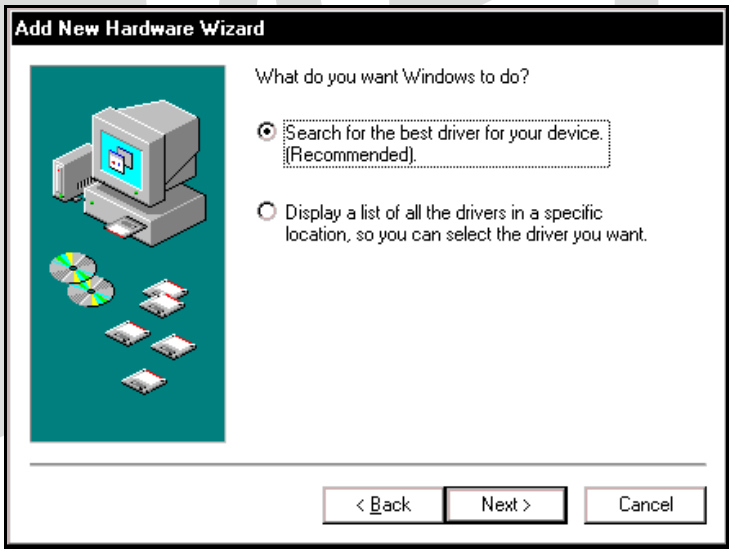

Figure 5. Windows 98 SE
2. **Windows 98 SE:** Select **Search for the best driver for your device. (Recommended)**. See Figure 5. Click **Next**.